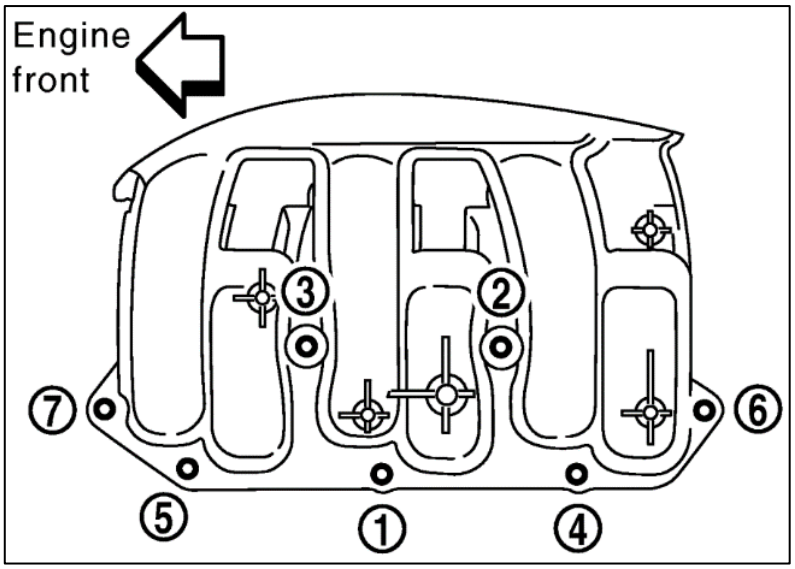

Figure 5
13. Remove the (1) one bolt securing the bracket from the previous step to the Intake Manifold.
14. Loosen the (7) seven nuts and bolts on the Intake Manifold in reverse order as shown in *Figure 5* below.